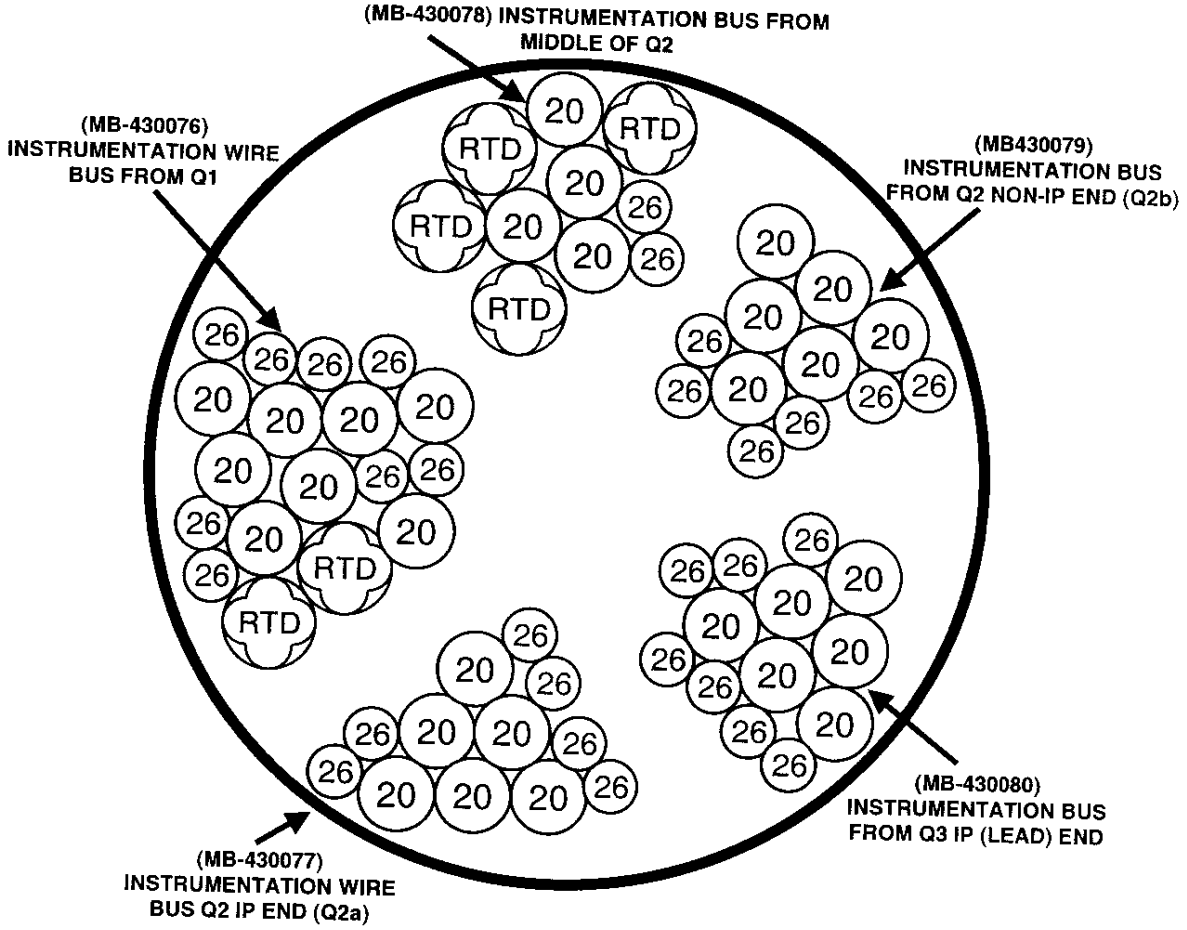

Figure 8.1
8.1 Prepare Q3 Instrumentation Wire Feed thru (MB-430074). Build per Q3 Module Assembly Instrumentation Wire Feed thru (ME- 430074). Wire Labels and descriptions are shown in Figure 8.1 and per (MB-430074).